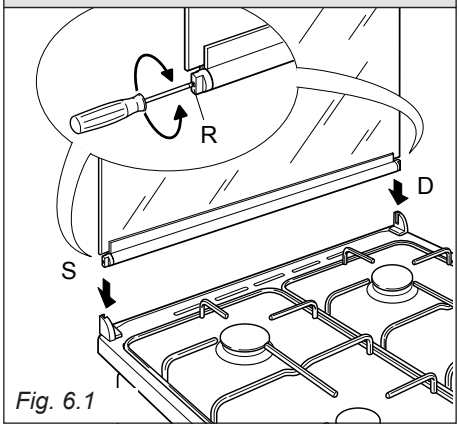

Fig. 6.1
- The right housing must receive the hinge marked “**D**” while the left housing must receive the hinge marked “**S**” (fig. 6.1).
The springs of the hinges can be adjusted if necessary by turning the screws “**R**” clockwise (fig. 6.1).